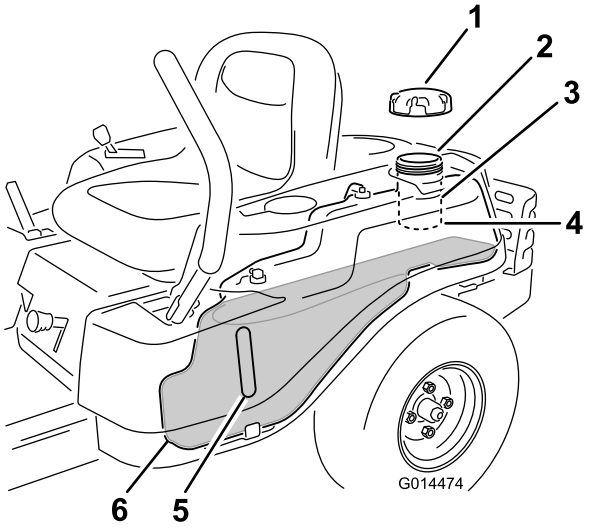

Figuur 10
Opmerking: Gebruik het brandstofvenstertje om voor het tanken na te gaan of er zich brandstof in de tank bevindt (Figuur 10).
2. **Traag** gewone, ongelode benzine toevoegen tot de brandstof tot de onderkant van de vulbuis reikt (Figuur 10).